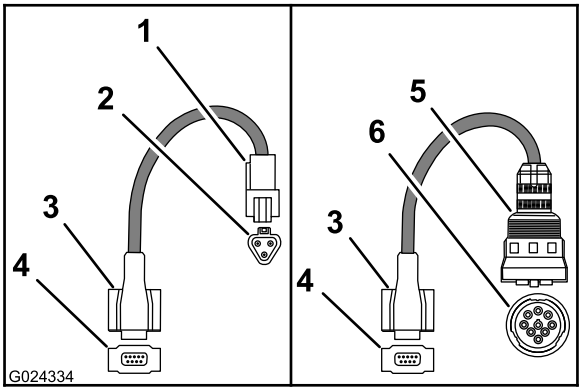

Figure 1
1. Sélectionnez le faisceau adaptateur (Figure 1) pour votre machine en vous reportant au tableau ci-dessous.